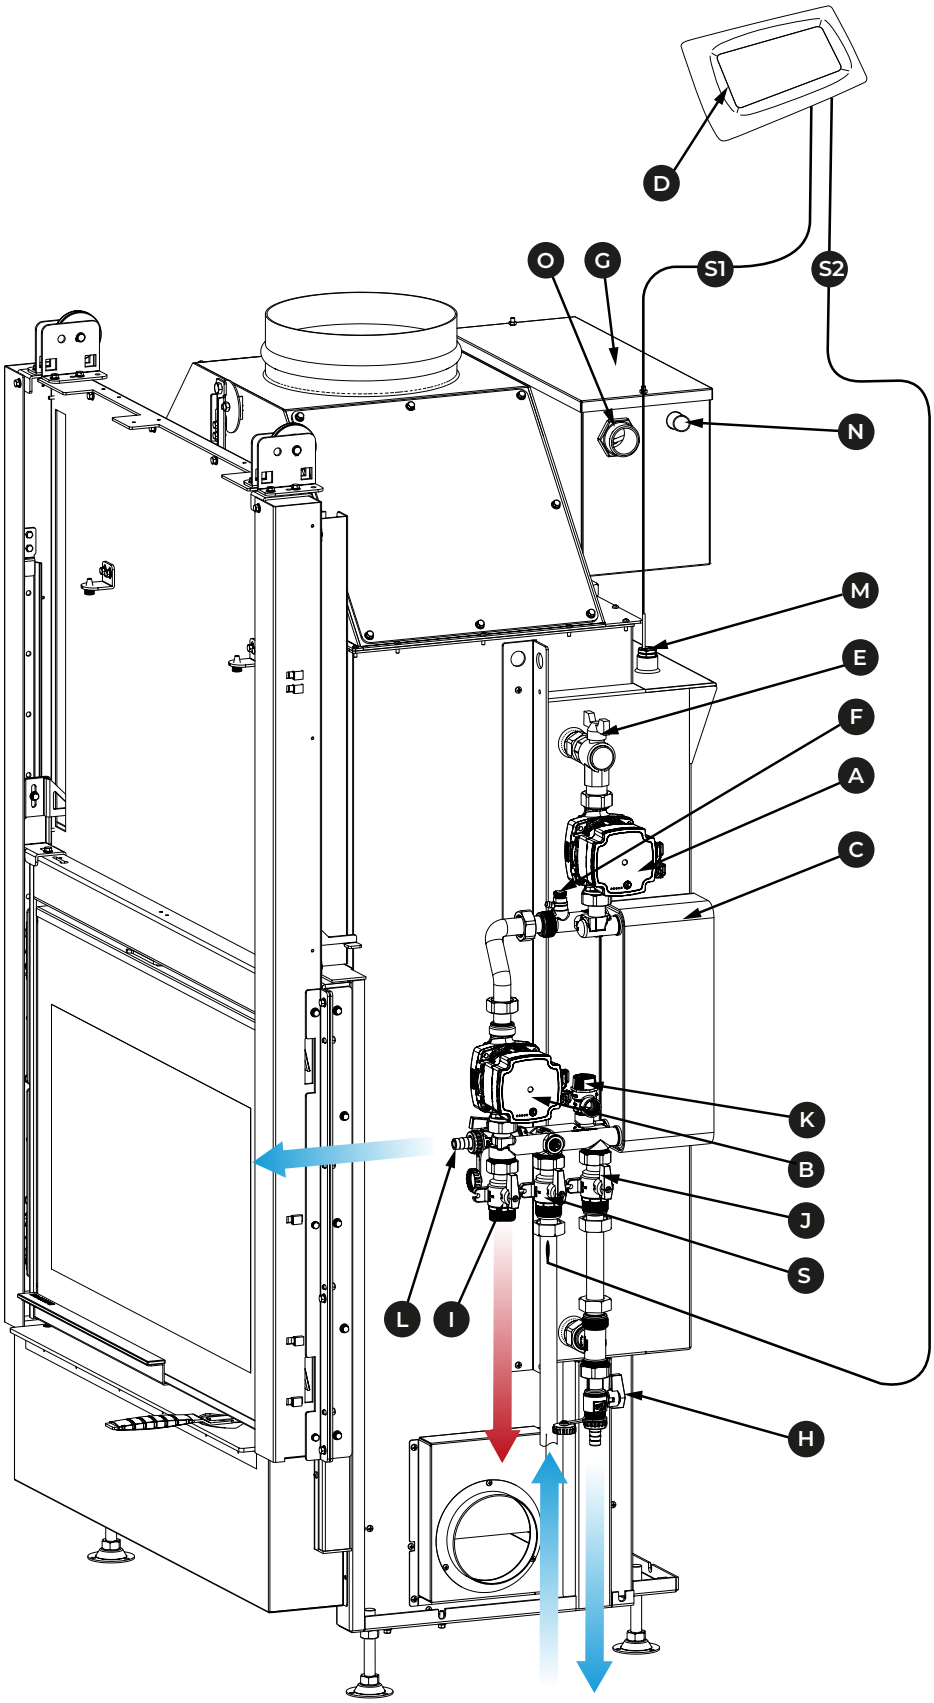

*Fig. 5.9b*
**Descripción de las conexiones hidráulicas i (Fig. 5.9b)**